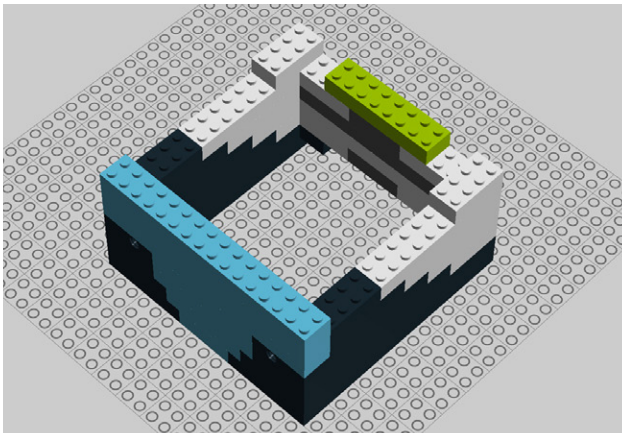

Figure 9-33. *Step 28: Adding a 2x8 brick*
28. Add a 2x8 brick (Figure 9-33).